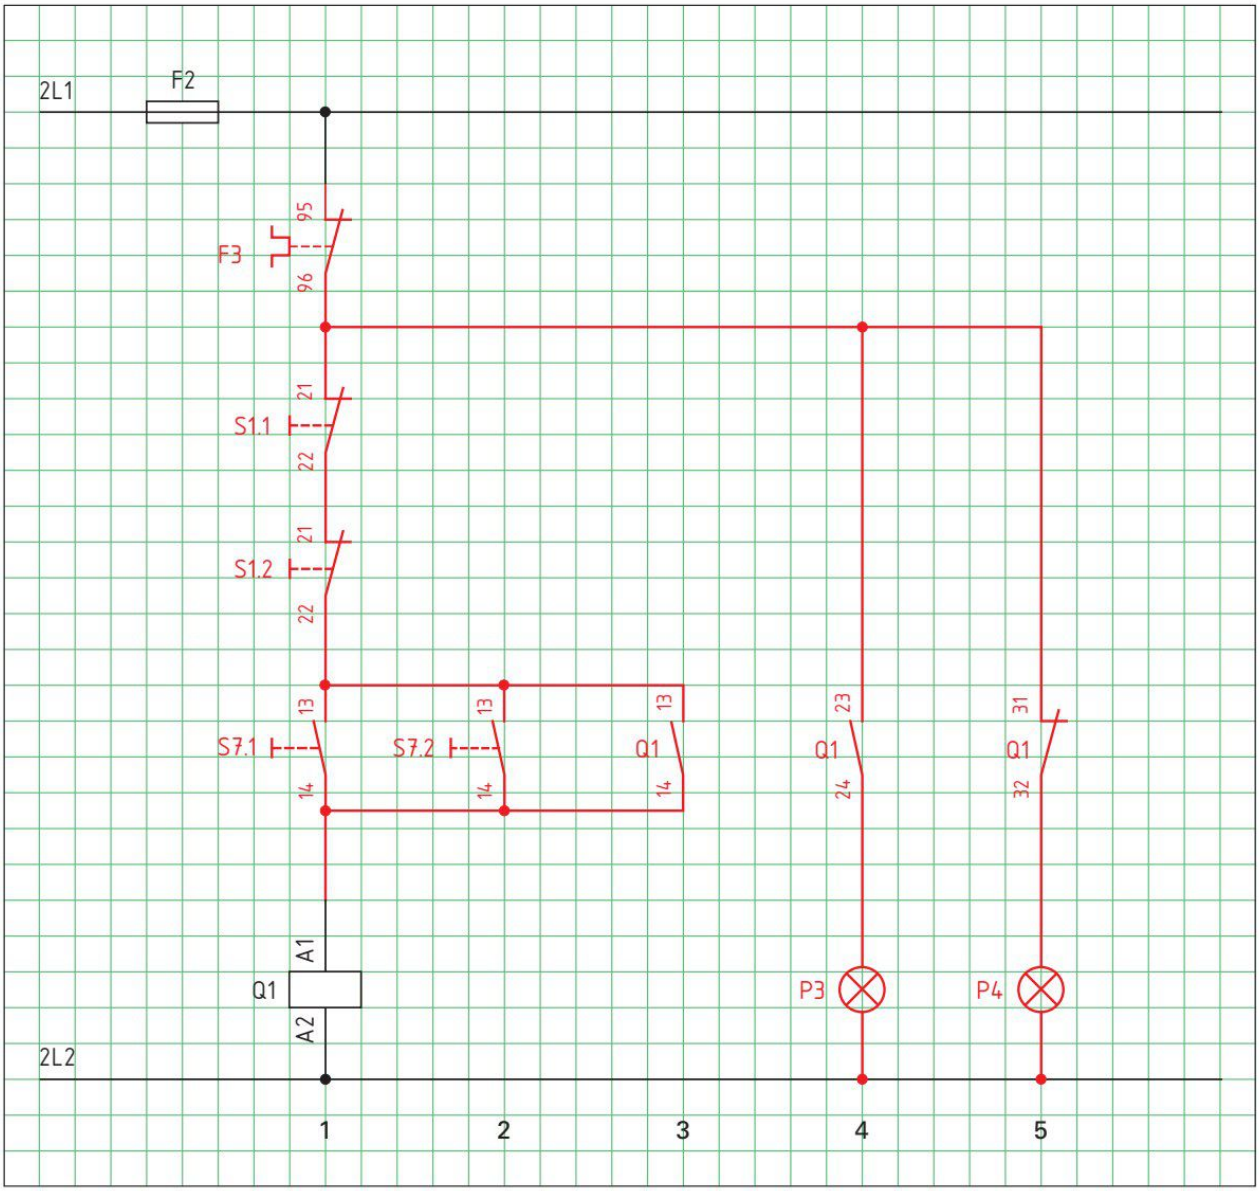

Bild 2: Schützschaltung mit zwei Betätigungsstellen
1. Zeichnen Sie den Stromlaufplan in aufgelöster Darstellung für den Steuerstromkreis mit Motorschutz **(Bild 2)**.